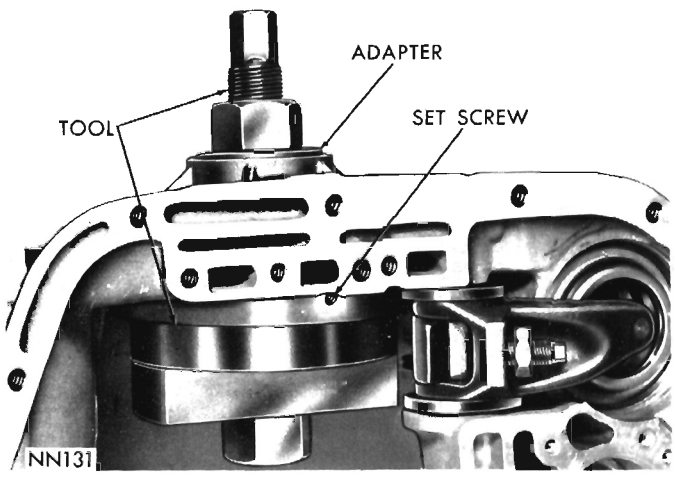

Fig. 92—Installing Overrunning Clutch Cam (A-727)
(4) Place spring retainer on the cam, making sure retainer lugs snap firmly into notches on the cam.
(5) Position cam in the case with cam serrations aligned with those in the case. Tap cam **evenly** into the case as far as possible with a soft mallet.
(6) Install Tool C-3863 and Adapter SP-5124 as shown in Figure 92, tighten nut on tool to seat cam into the case. Make sure cam is firmly bottomed, then install cam retaining set screw. Stake the case around set screw to prevent it coming loose.